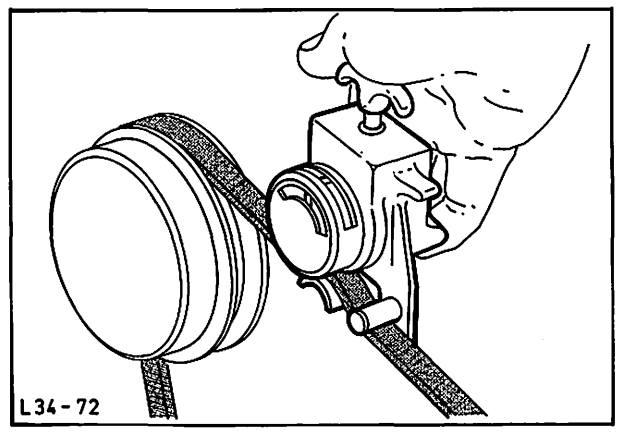

Abb. 14 Überprüfung der Keilriemenspannung mittels Meßgerät
3. Keilriemenspannung der Pumpe – Lenkhilfe mit Prüfgerät, Abb. 14, kontrollieren bzw. einstellen (vorgeschriebene Spannung siehe Technische Daten). Die vorgeschriebene Spannung von 13 mm kann auch durch Messen des Gesamtspieles in der Mitte der längsten Spannweite des Keilriemens überprüft werden.